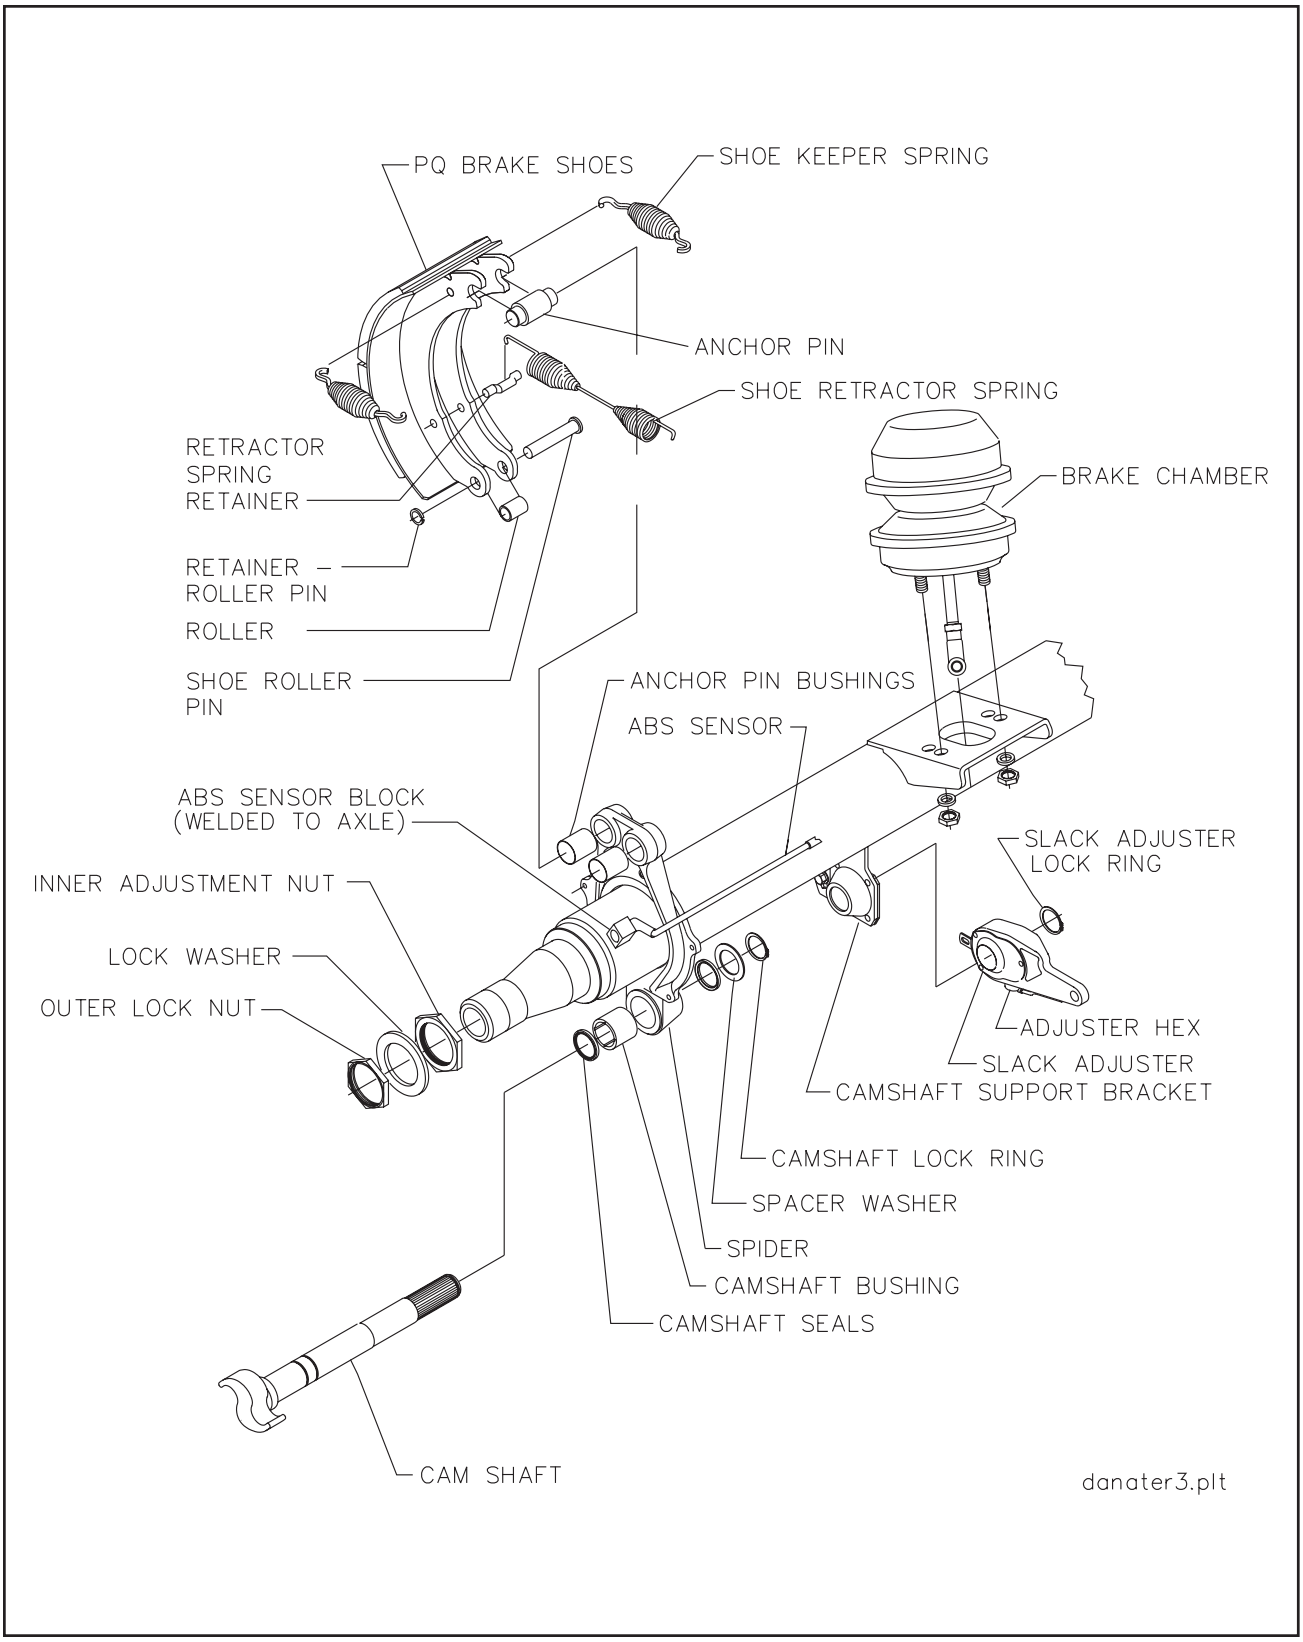

Figure 4-13 Axle and Brake Assembly
b. Disassembly for 12-1/4" X 7-1/2" Brakes (See Figure 4-13)
3. Remove wheel equipment **(See Figure 4-13).**
c. Reassembly for 12-1/4" X 7-1/2" Brakes (See Figure 4-13)
d. Disassembly for 16-1/2" x 7" Brakes (See Figure 4-13)
e. Reassembly for 16-1/2" x 7" Brakes (See Figure 4-13)